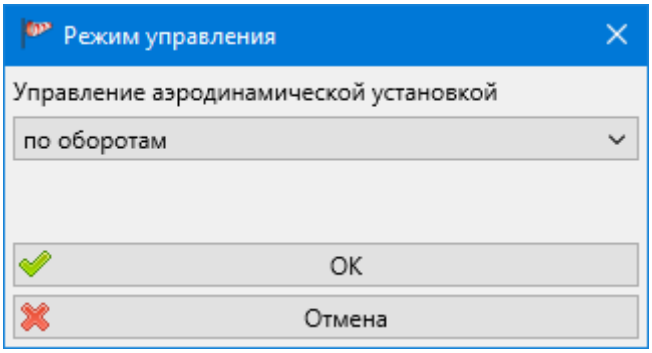

Рис. 7.4 – Окно выбора режима работы
4. Установить режим работы программы управления аэродинамической установкой по оборотам электродвигателя (рис. 7.4);